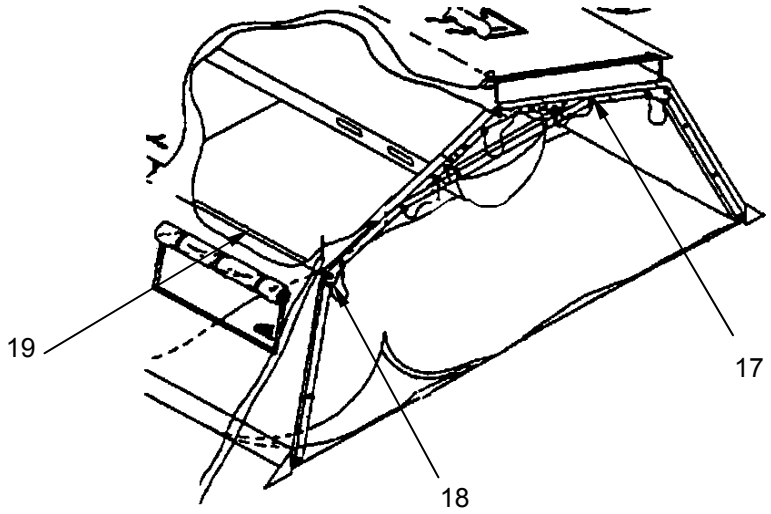

Figure 5. Lowering the Frame.
1. Place two soldiers at each arch **(Figure 5, Item 17)** on side of tent being lowered.
2. On command, remove quick release pins **(Figure 5, Item 18)** holding arches erect.
3. Keeping clear of tent section, place one hand below eave joint of arch **(Figure 5, Item 17)** and one on the eave purlin **(Figure 5, Item 19)**.